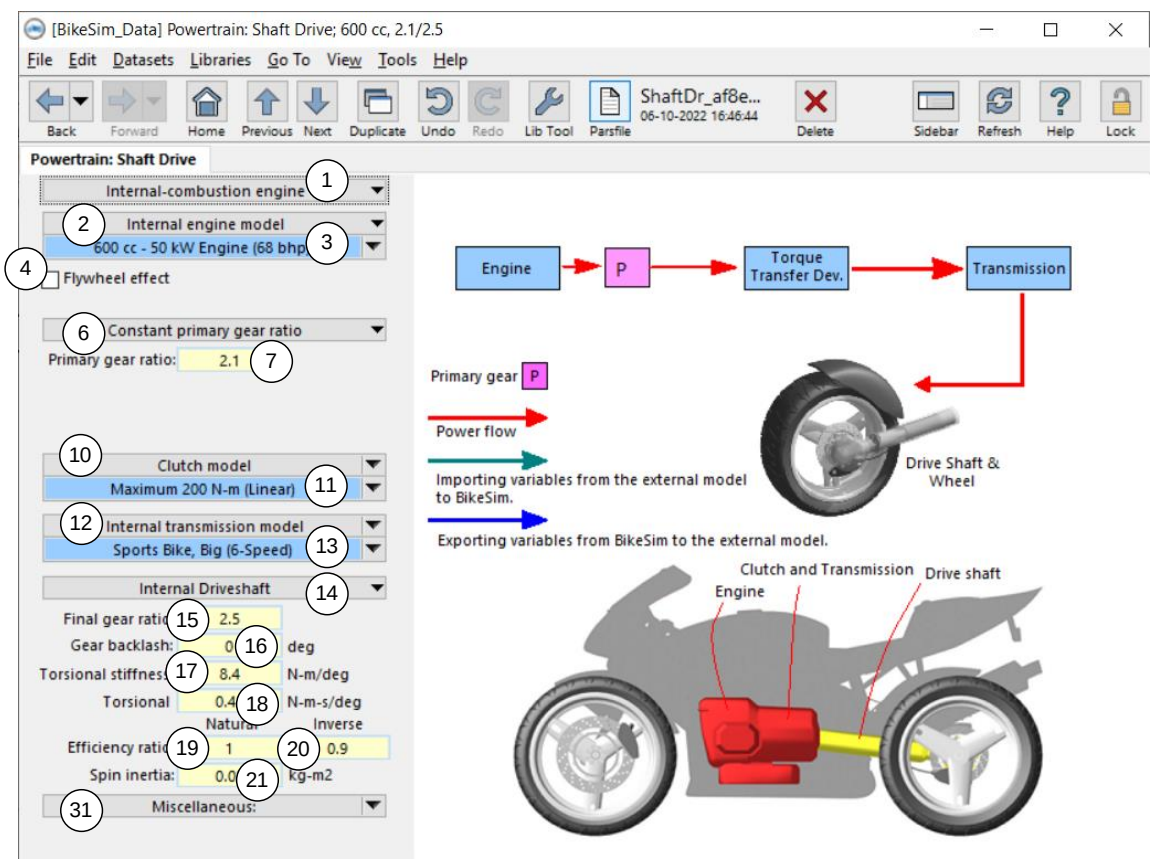
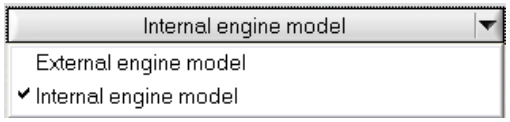

Figure 4. Powertrain assemble screen for shaft drive system.
Figure 5. Drop-down list for choosing powertrain option.
Figure 4 shows the screen that assembles the information needed to define a shaft drive powertrain – power source (1), primary gear (or CVT) (6), clutch (or torque converter) (10), transmission (12), and drive shaft (14). Each part can be switched between the internal model and an external model by using a drop-down list (e.g., the drop-down list of internal-combustion engine model options, Figure 5).
The powertrain options are assembled on the screen shown in Figure 4, with the controls described in the following subsections.
1. When **Constant primary gear ratio** is chosen, the primary gear between the engine and clutch has a constant gear ratio whose parameter field (7) is displayed. In this case, the controls on the screen are shown to match this choice (Figure 4).
1. If the primary gear is **Constant primary gear ratio** as shown in Figure 4, a data field is shown with the primary gear ratio (keyword = `R_GEAR_PRIMARY`). If this gear ratio is greater than 1, then the clutch speed is smaller than the engine speed. (A typical setting is that this ratio is greater than 1.)